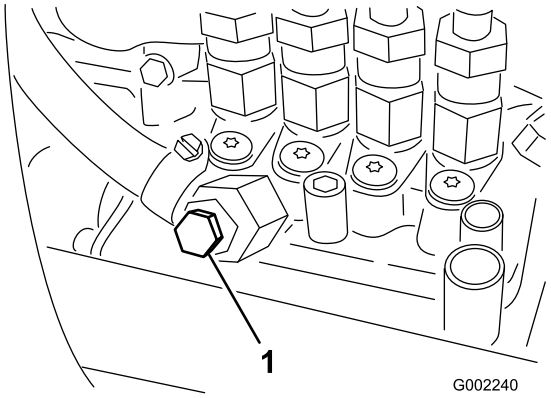

Figure 42
7. Open the air bleed screw on the fuel injection pump (Figure 42).